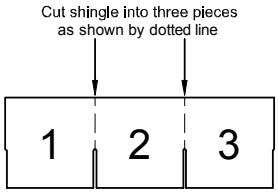

Figure 47. *Shingle cut into thirds*
4. **Install shingle cap.** Starting at the opposite end of the home from the prevailing wind, install ridge cap shingles provided by the manufacturer or use 12" x 12" shingles (36” shingles cut into three equal pieces) (**Figure 47**). Install using 1” x 1” x 16 ga galvanized staples or 12 ga 1-1/4” long, 3/8” diameter head roofing nails spaced 5-5/8 inches from bottom edge and 1/2 inch to 1-1/2 inches in from both edges. Cover the exposed fasteners with tar or cement.